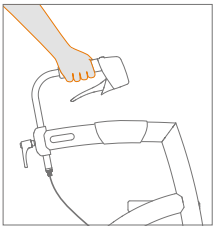

Figuur 19: Rijden.
a. Houd tijdens het lopen de vingers zo mogelijk losjes om de handgrepen **(Figuur 19)**. U kunt ze ook om de handremmen houden, met uw duim aan de binnenzijde van de handgreep.